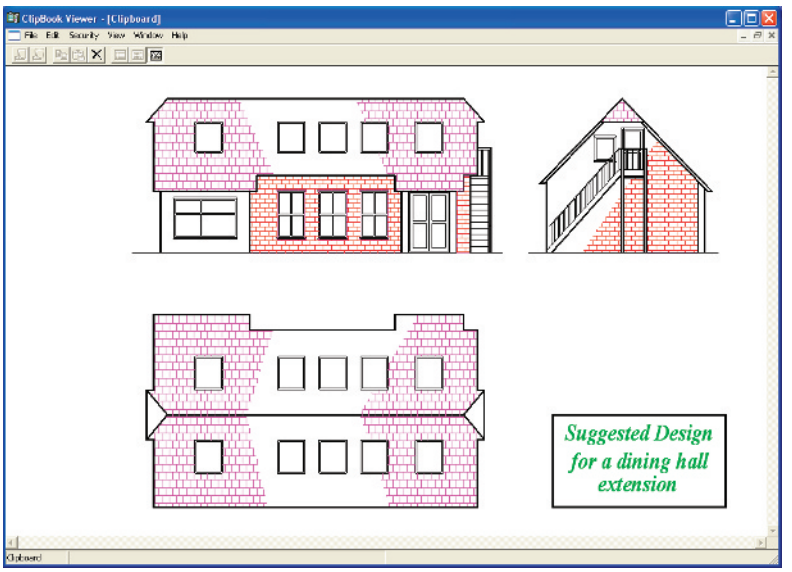

Fig. 10.2 The drawing from AutoCAD copied to the **Clipboard**
3. *Click* the AutoCAD 2008 **Minimize** button and open the **Clipboard** viewer. The copied drawing appears in the clipboard (Fig. 10.2).